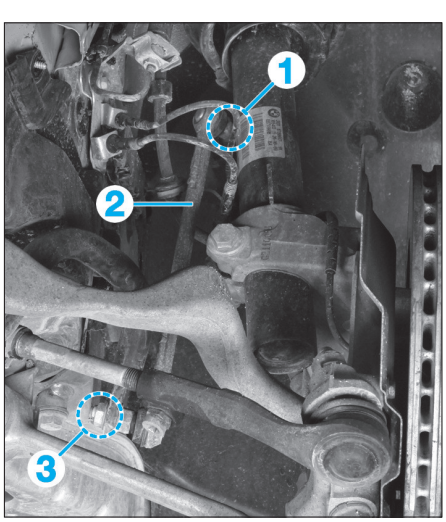
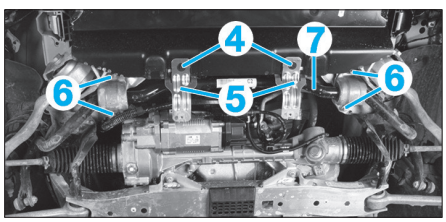

Fig. 16
Fig. 17
- l'écrou (1) puis désaccoupler la biellette de direction (2) du pivot **(Fig.16)**,
- l'écrou (3) puis désaccoupler la biellette de direction du barre stabilisatrice.
- les vis (4) et retirer les supports (5) **(Fig.17)**,
- les écrous (6) des étriers de fixation et retirer la barre stabilisatrice (7) du berceau avant.